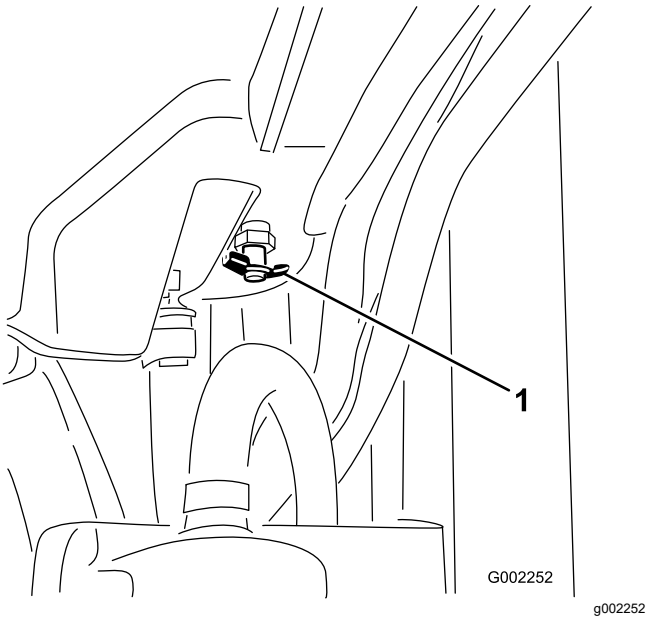

**Figur 99**
4. Öppna tömningsventilen och låt kylvätskan rinna ned i kärlet (Figur 99).
5. Stäng tömningsventilen (Figur 99).